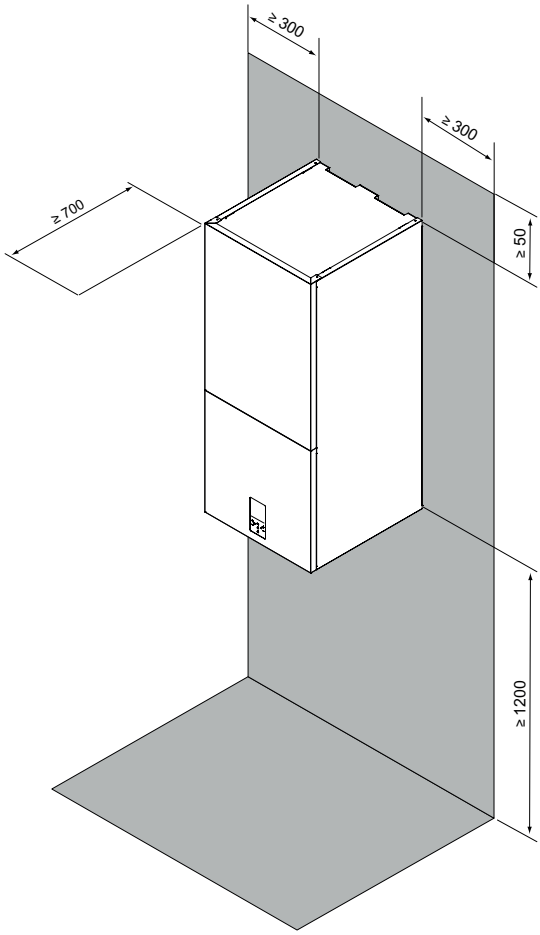

fig. 9 - zonă de exploatare minimă, pentru unitatea internă
- Spațiul de jur-împrejurul unității să permită efectuarea operațiunilor de întreținere; consultați fig. 9.